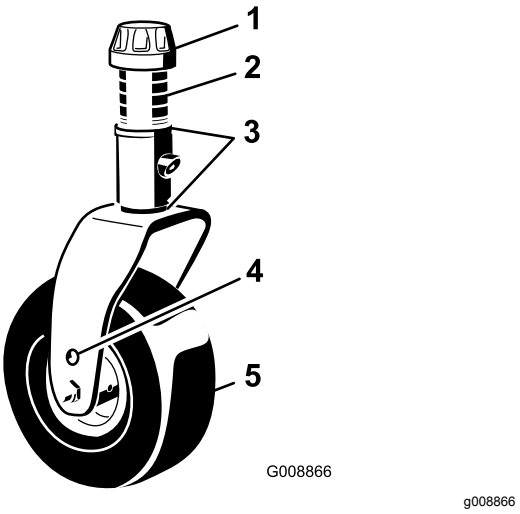

Figur 24
1. Sätt svänghjulsaxlarna i samma hål i alla svänghjulsgafflar (Figur 24 och Figur 26).
2. Ta bort spännlocket från spindelaxeln och skjut ut spindeln ur svänghjulsarmen (Figur 24).